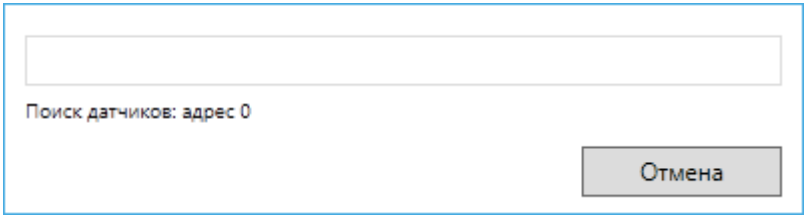

Рисунок 5 — Окно прогресса поиска датчиков
3.3.4 Для поиска по всем адресам (0…15) HART-сети нажмите кнопку на панели быстрого доступа или выберите пункт главного меню «Поиск» → «Поиск». На экране отобразится окно прогресса поиска датчиков (см. рисунок 5).